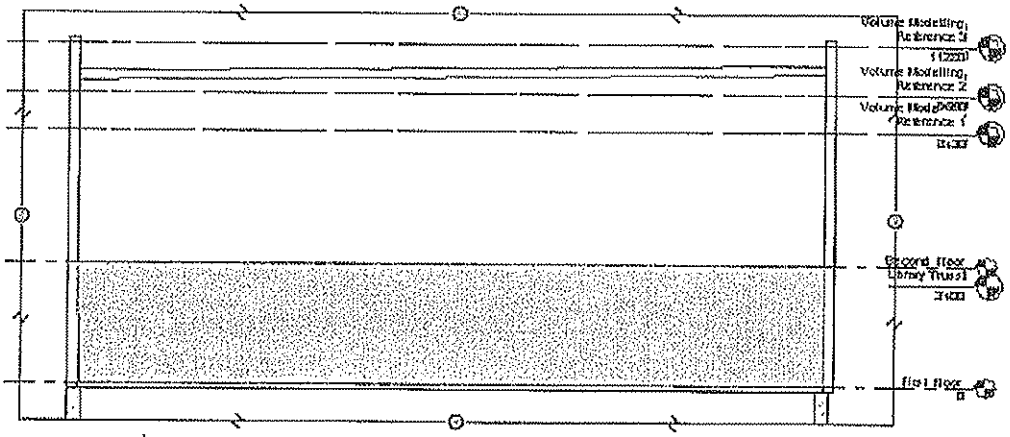

Figure 6–38
9. The space height in the gym is too low as shown in Figure 6–38.